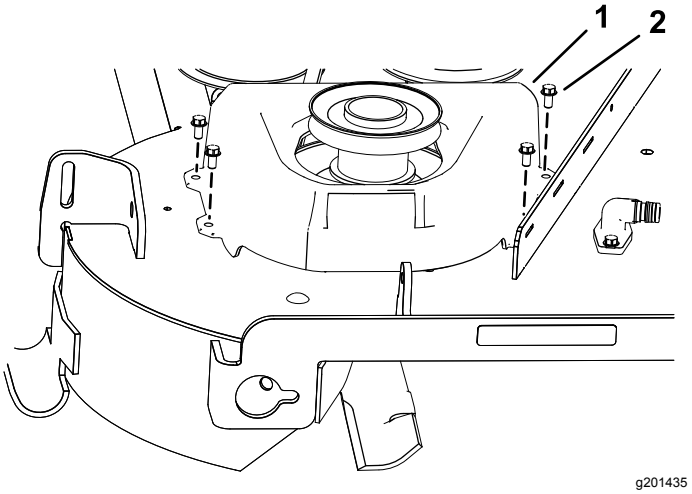

Figur 12
4. Monter det nye remdekselet over remskiveenheten med de fire skruene du fjernet tidligere (¼ x ½ tomme), som vist i Figur 12.